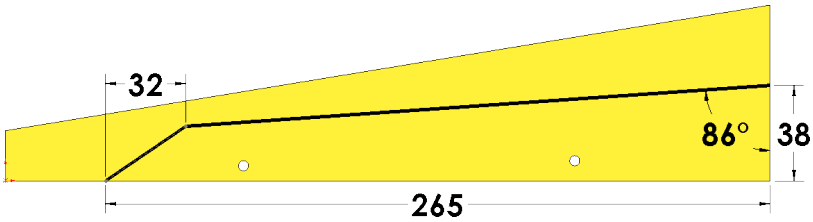

Fig. 8
Step 8. Add dimensions as shown in **Fig. 8**. First, dimension the end of the rear line to the bottom edge of body **38**. Dimension the angle **86° degrees** between the line and rear edge of the body. To Smart dimension the angle, click line and edge, then move the cursor down inside the angle and click. Key-in **86** for the dimension and press ENTER. Add the other dimensions.